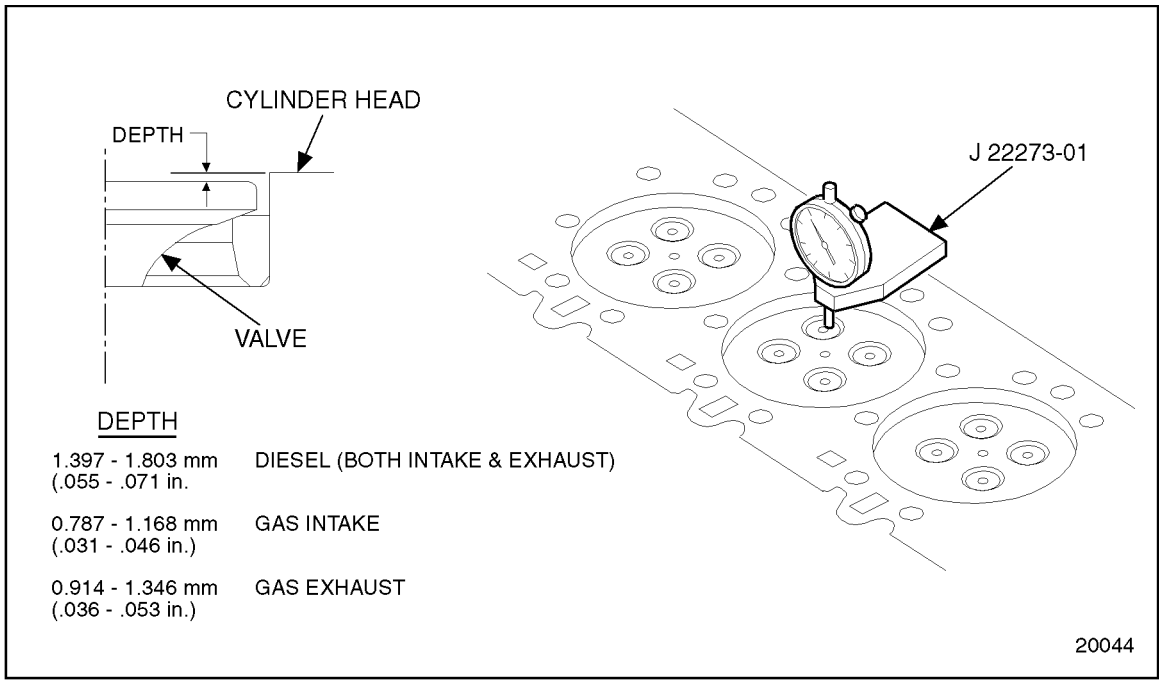

Figure 1-87 Measuring Valve Head Recess Depth
7. The valve head recess depth from the firedeck is increased by valve and/or insert grinding. It should be checked with a sled gage, J 22273-01 (or equivalent). See Figure 1-87.